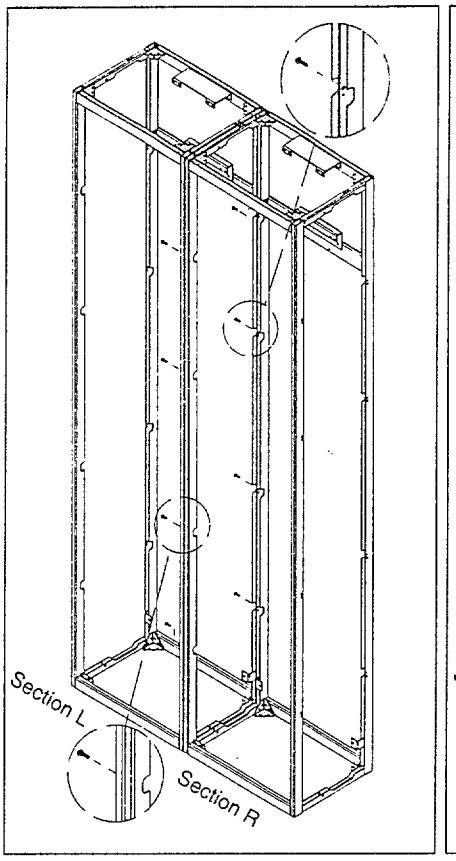

Figure 9: All 15" (381 mm) or 20" (508 mm) deep without vertical bus
b. **All 15" deep (381 mm) or 20" deep (508 mm) without vertical bus** (figure 9)